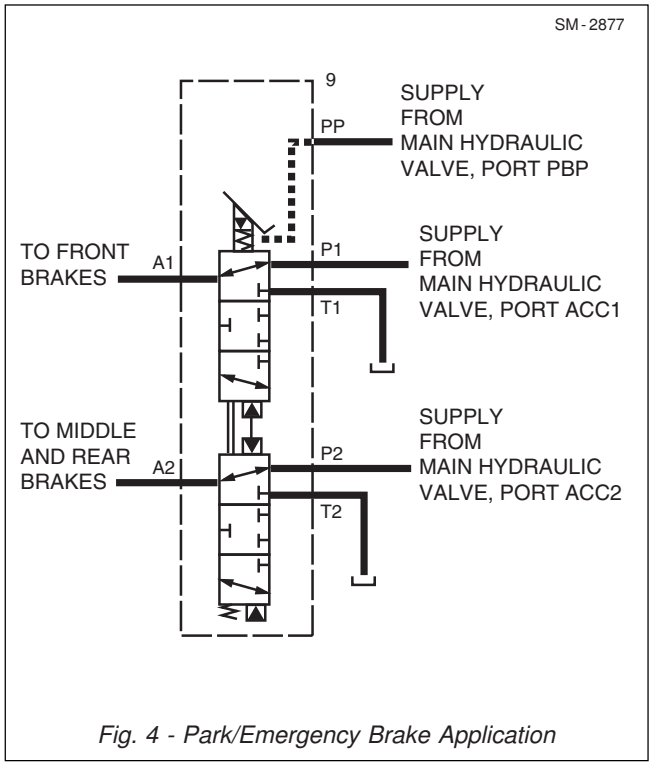

Fig. 4 - Park/Emergency Brake Application
Refer to Figure 4. Pushing in the park/emergency control results in the de-energization of the park brake solenoid valve within the main hydraulic valve. This allows full pressure to enter the 'PP' port in the treadle valve simulating a full and immediate depression of pedal (1) assembly, thus pushing the spools (10 and 13) upwards and thereby applying maximum braking action.